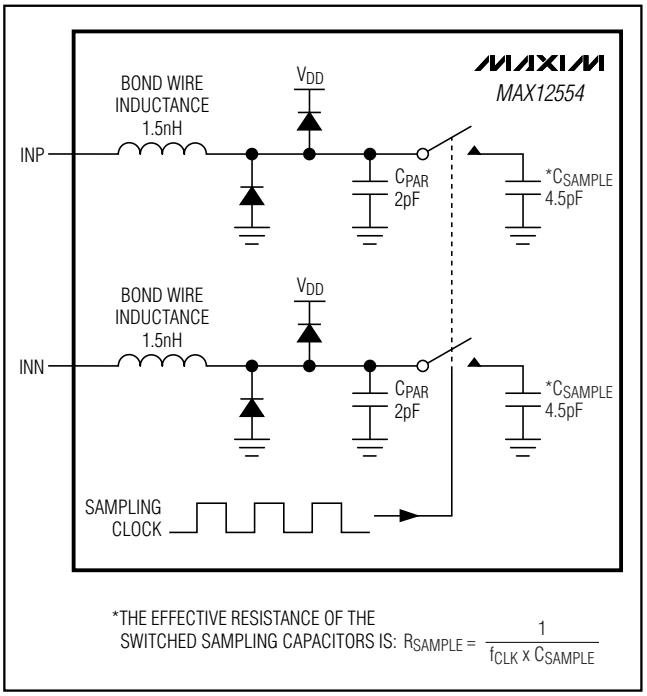
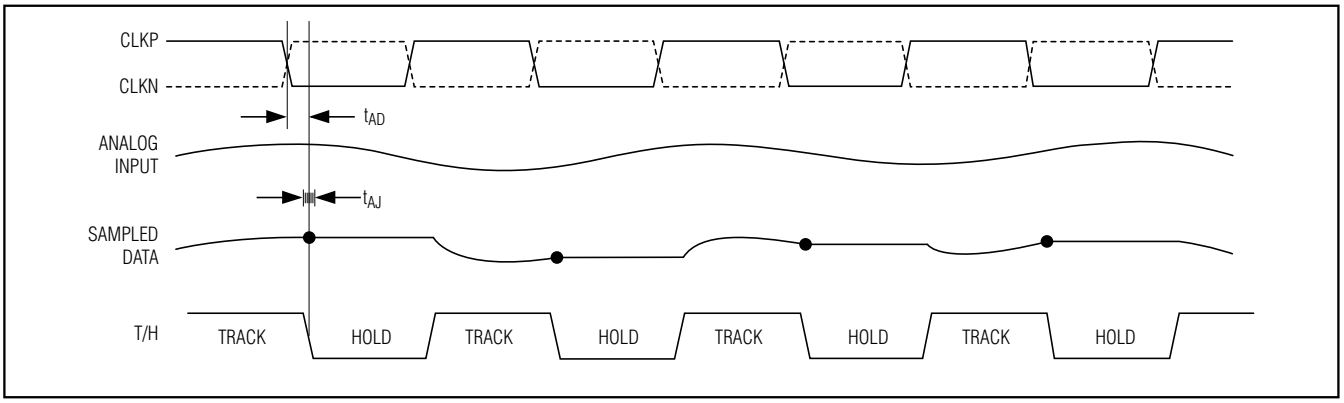

Figure 3. Simplified Input T/H Circuit
Figure 4. T/H Aperture Timing
Figure 3 displays a simplified functional diagram of the input T/H circuit. This input T/H circuit allows for high analog input frequencies of 175MHz and beyond and supports a common-mode input voltage of V_{DD} / 2 ±0.5V.
The MAX12554 sampling clock controls the ADC's switched-capacitor T/H architecture (Figure 3) allowing the analog input signal to be stored as a charge on the sampling capacitors. These switches are closed (track) when the sampling clock is high and open (hold) when the sampling clock is low (Figure 4). The analog input signal source must be capable of providing the dynamic current necessary to charge and discharge the sampling capacitors. To avoid signal degradation, these
- INP, INN analog inputs are disconnected from the internal input amplifier (Figure 3).